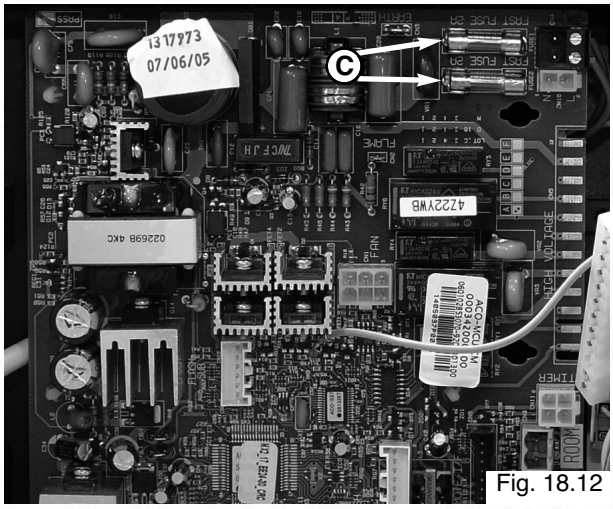

Fig. 18.12
3. Remove the fuses "**C**" (see Fig.18.12);